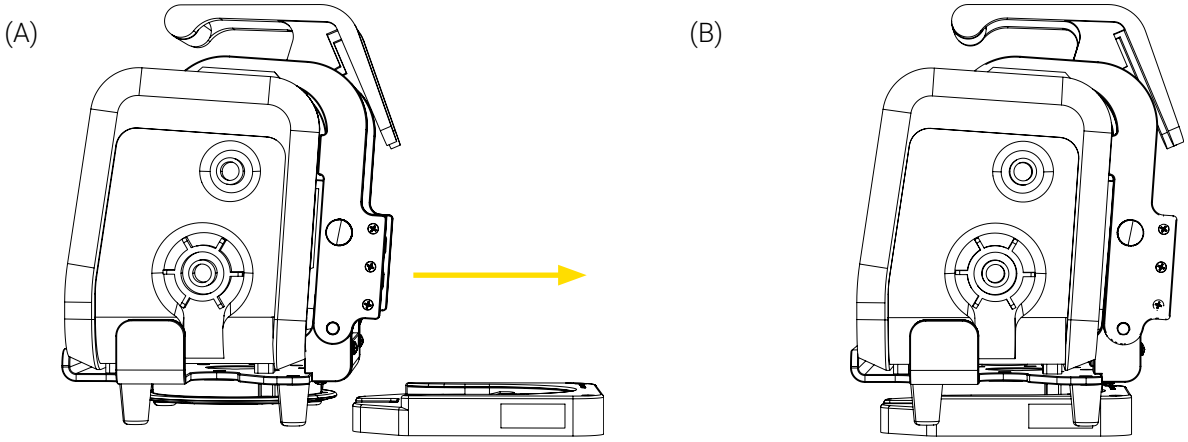

Figure 8: Installation de l'appareil médical sur une Standard Surface Base
1. Aligner et insérer le disque inférieur standard situé sous le support Bracket Pro Serie 60 - SD horizontalement dans la Standard Surface Base jusqu'à ce quelle se verrouille (Figure 8).
REMARQUE : S'assurer d'insérer l'appareil médical par l'arrière sur la base (Figure 8). Une fois installé, le logo Technimount sur le support devrait être aligné et centré avec le bouton à déclenchement rapide de la Standard Surface Base.